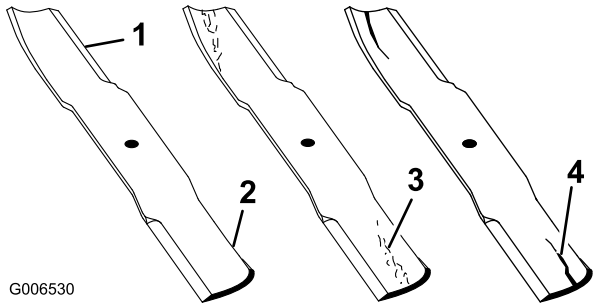

Figura 79
1. Inspeccione los filos de corte (Figura 79).
2. Inspeccione las cuchillas, especialmente la parte curva (Figura 79).
Si observa daños, desgaste o la formación de una ranura en esta zona (Figura 79), instale inmediatamente una cuchilla nueva.